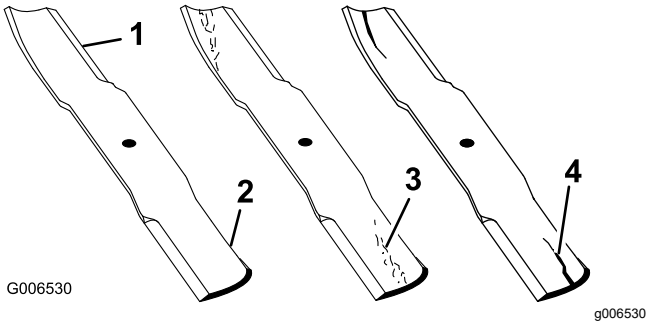

Figur 107
1. Kontrollera eggarna (Figur 107).
4. Montera omedelbart en ny kniv om du upptäcker sprickor, slitage eller spårbildning i detta område (Figur 107).